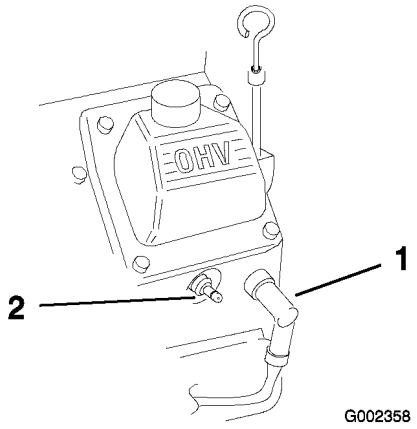

Figur 41
3. Lossa kablarna från tändstiften (Figur 41).